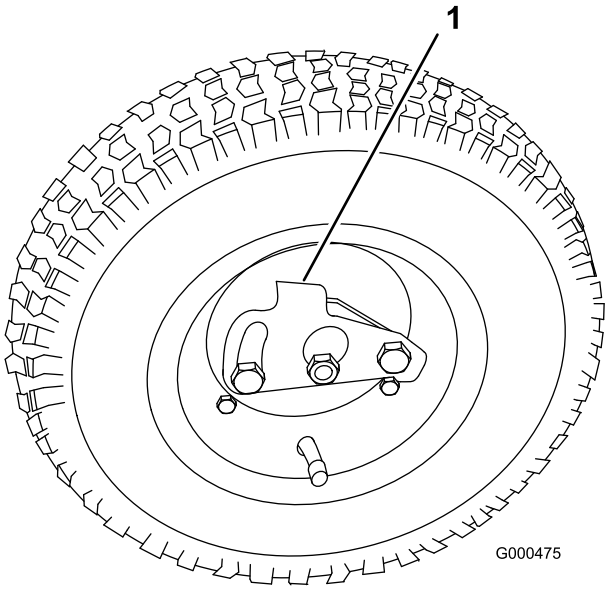

Figur 7
5. Skjut på hjulet på axeln (Figur 7).
6. Sväng hjullåsklämman bort från hjulets mitt så att det kan glida längre in på axeln (Figur 7).